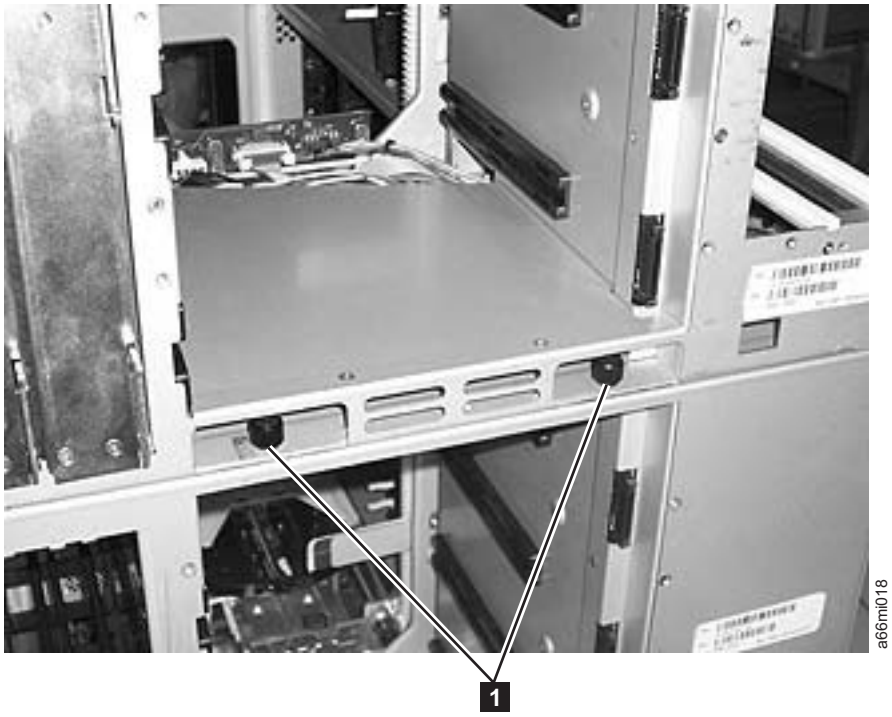

Figure 7-11. Control module rear thumb screws
10. Tighten the rear thumb screws (**1** in Figure 7-11) that secure the control module to the lower expansion module.